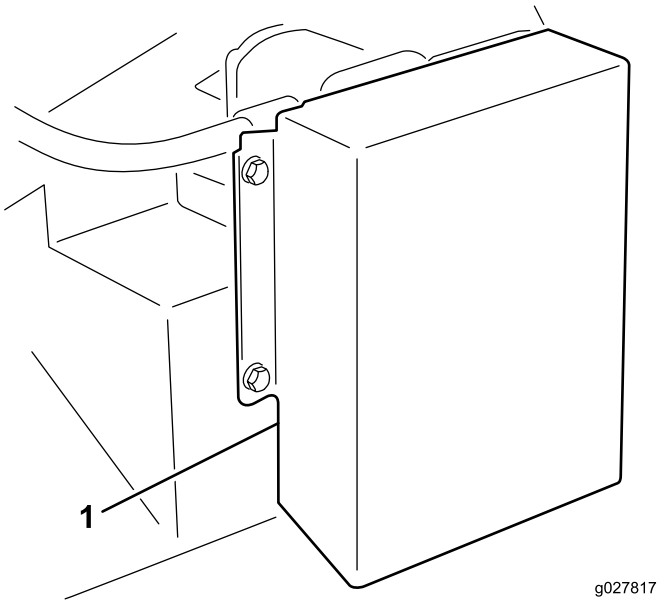

Figur 9
1. Ta bort fästelementen mellan motorskyddet och däckramen (Figur 9). Ta bort skyddet.